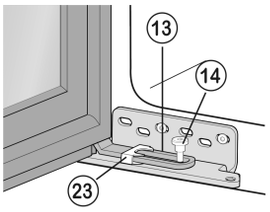

*Fig. 19*
- Aanslag *Fig. 19 (13)* door de witte geleider *Fig. 19 (23)* met schroef *Fig. 19 (14)***goed (met 4 Nm)** vastschroeven.